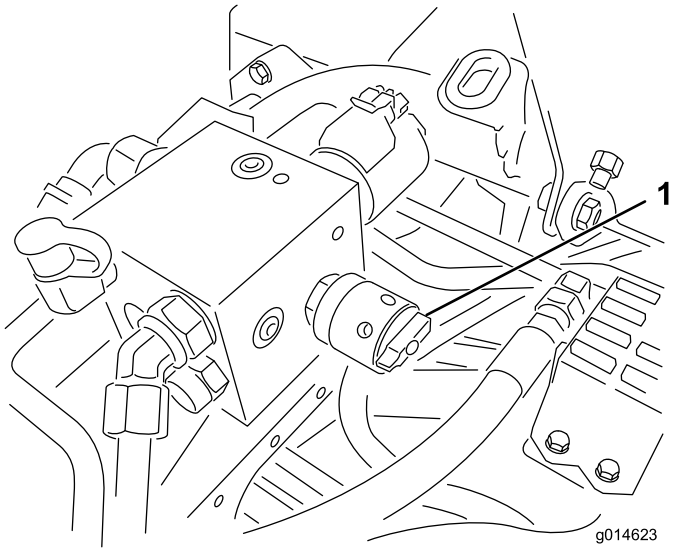

Figur 36
4. Ställ in cylinderhastigheten genom att vrida reglaget (Figur 36) tills indikatorpilarna ligger i linje med det nummer som markerar önskad inställning.